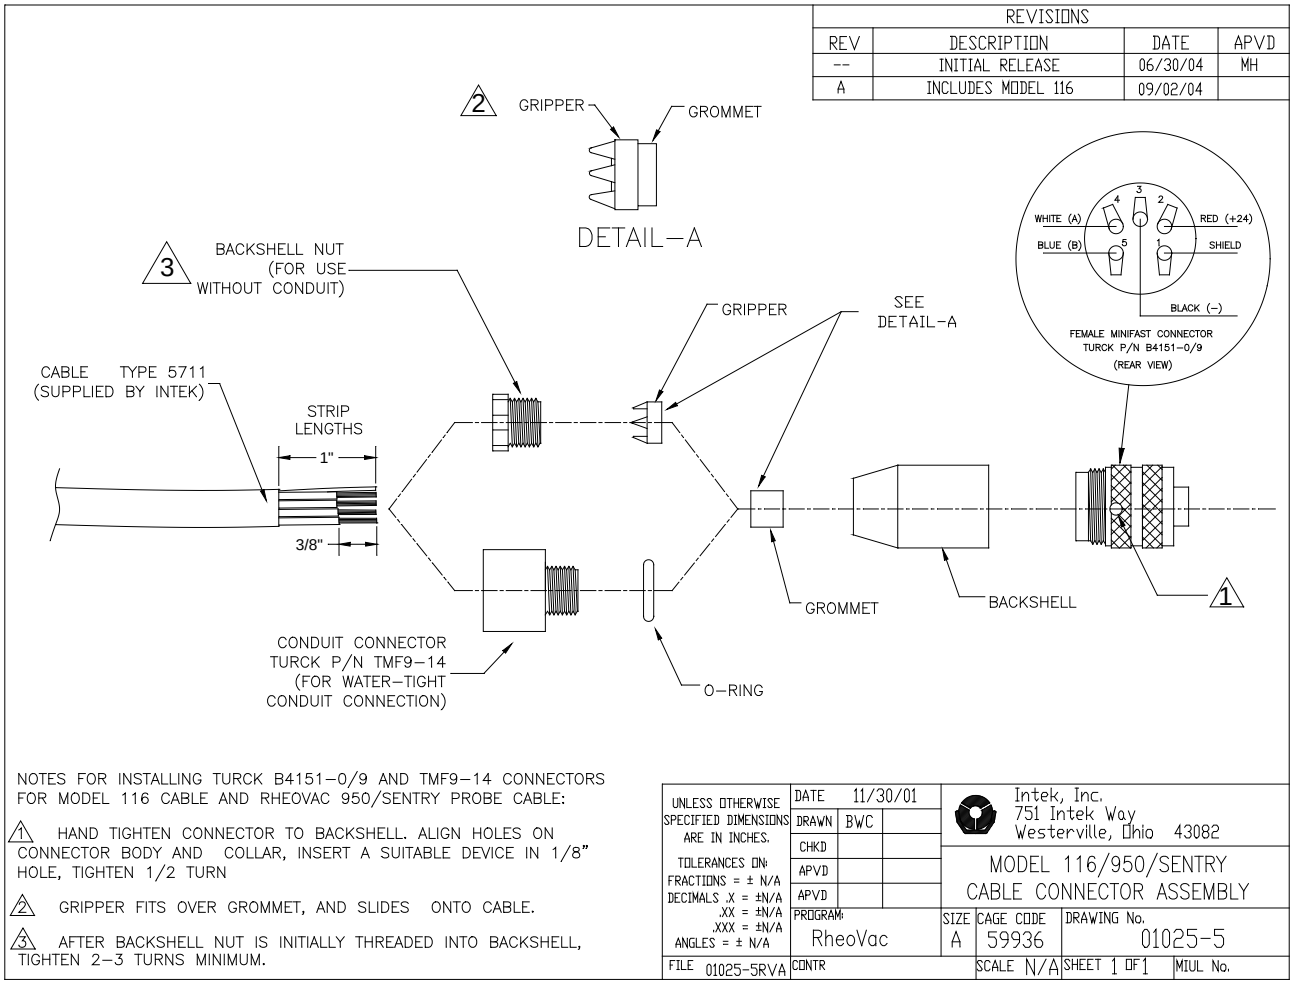

Figure 9: Probe connector assembly
CAUTION — Do not cross thread connection. The probe is supplied with a convenient plug-in connector; the male side of the connector is installed in the probe junction box. The female side must be installed onto the supplied DeviceNet™ type 5711 cable once it is run from the Distribution Box to the probe. The wiring detail for the female plug-in connector (Turck p/n B4151-0/9) is shown in Figure 9. These connectors will use either the "backshell nut" or "conduit connector" depending on whether the cable is installed in a liquid-tight conduit. When installing without conduit, use the backshell nut; when using liquid-tight conduit, use the conduit connector with o-ring.
4. Insert the wires, in accordance with color-coding shown (see Figure 9, insert).